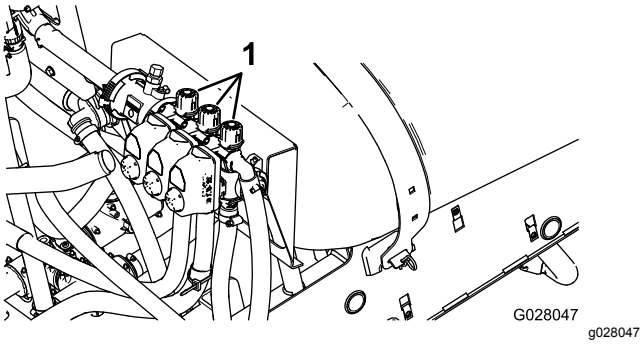

**Figur 74**
10. Slå av venstre bom og juster bomomløpsventilen (Figur 74) helt til trykkmålingen er ved det forrige justerte nivået (vanligvis 2,76 bar)
12. Juster høyre bomomløpsventil (Figur 74) helt til trykkmålingen er ved det forrige justerte nivået (vanligvis 2,76 bar)
14. Juster midtre bomomløpsventil (Figur 74) helt til trykkmålingen er ved det forrige justerte nivået (vanligvis 2,76 bar)